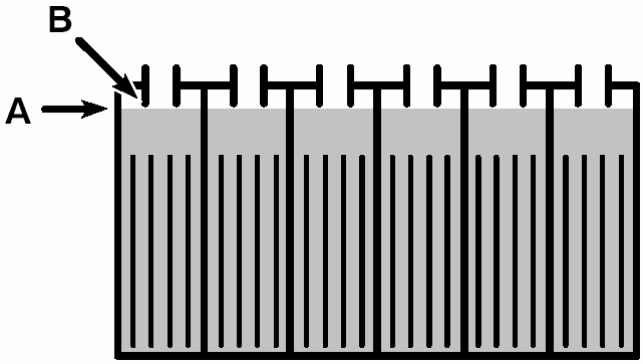

図24
7. 充電後、各バッテリーセルの水位（A）が、注入口の筒状部分底部（B）から約1センチ下のところにあることを確認します（図24）。足りない場合は蒸留水を補充します。入れ過ぎないように注意してください。